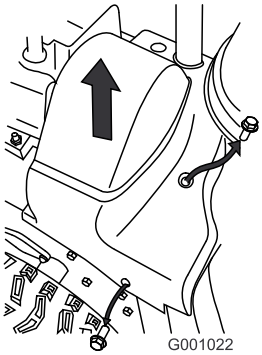

Figur 44
2. Lyft upp remkåpans högra sida (Figur 44).